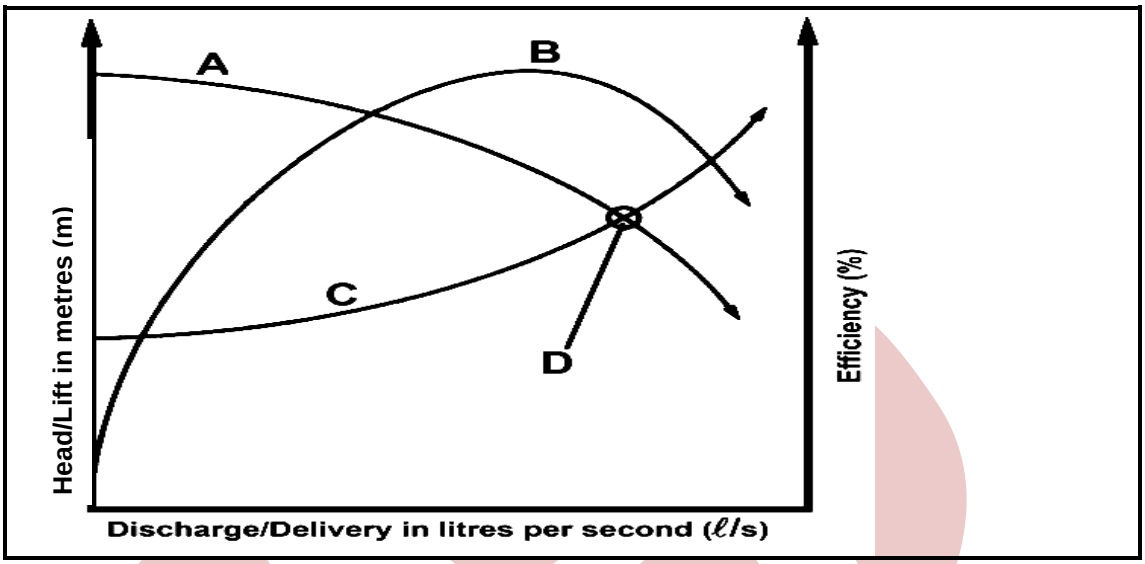

FIGUUR 3
5.2 Die diagram in FIGUUR 3 is van toepassing op die keuse en werking van sentrifugale pompe.